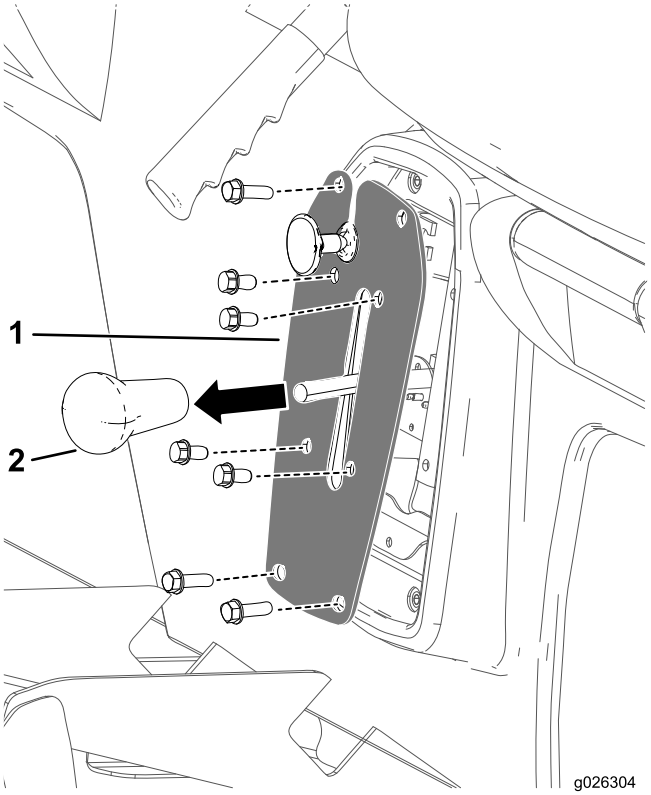

Figur 49
1. Fjern knotten fra girspaken (Figur 49).
2. Fjern de fire boltene som fester girspakplaten til girspakbraketten (Figur 49).
3. Fjern de fire boltene som fester girspakplaten til setebasen, og fjern girspakplaten (Figur 49).
4. Skru på knotten fra girspaken og trekk til for hånd (Figur 49).